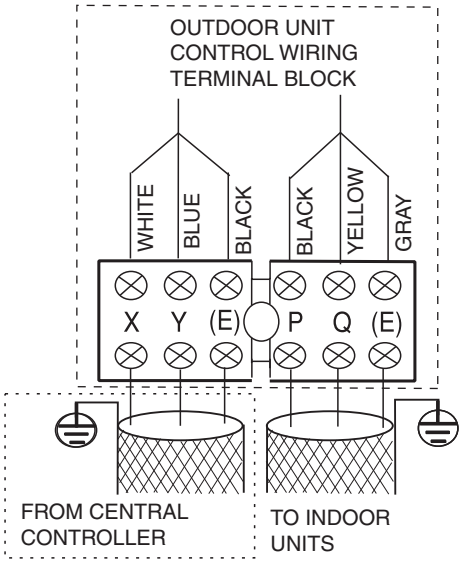

Fig. 1 — Control Wiring Terminal Block
5. Connect one end of the shielded 3-core control cable to the control wiring terminal block on the outdoor unit. See Fig. 1.